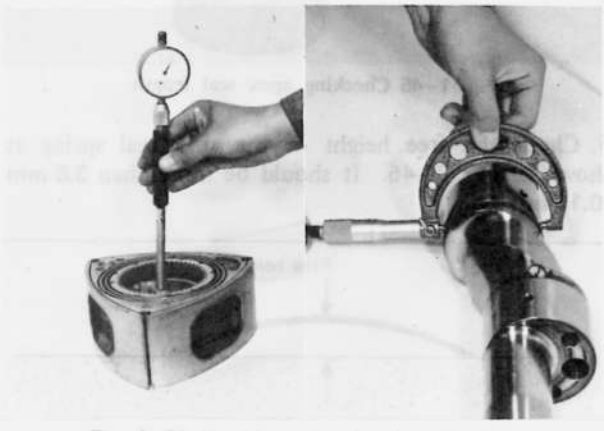

Fig. 1–38 Checking rotor bearing clearance
2. Check the rotor bearing clearance by measuring the inner diameter of the rotor bearing and outer diameter of the eccentric shaft rotor journal, as shown in Fig. 1–38.